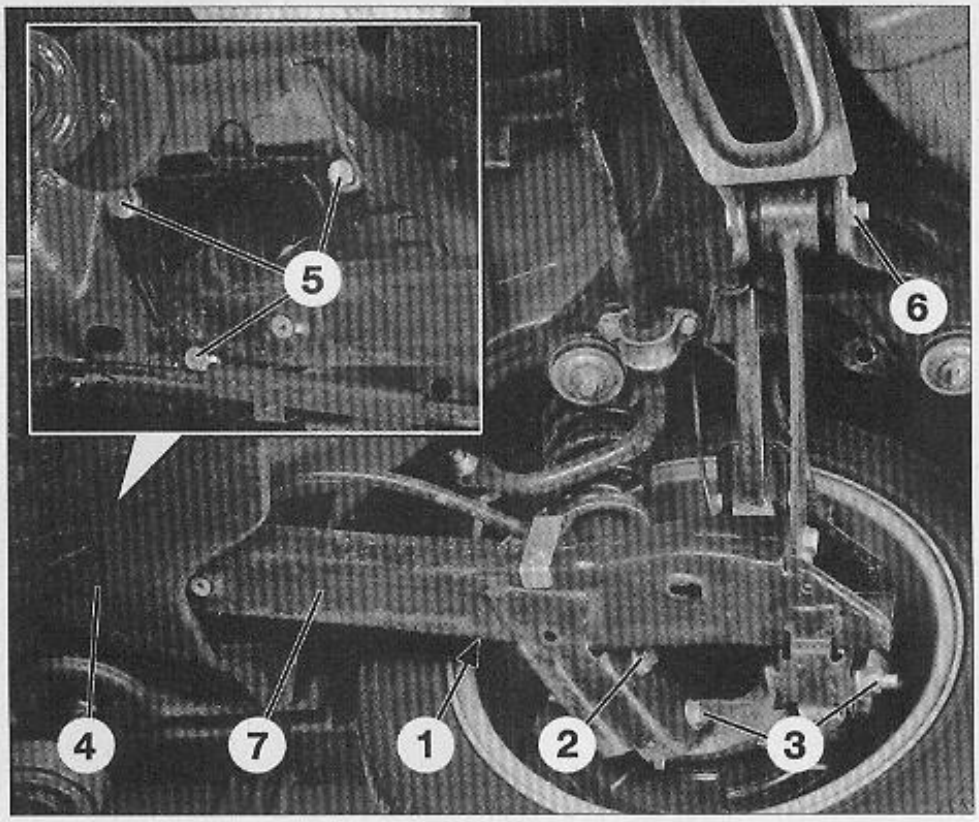

FIG. 19
• Déposer (Fig.19) :
- la fixation (1) de la biellette de barre stabilisatrice sur le bras longitudinal.
- la fixation (2) de l'amortisseur sur le bras longitudinal.
- les fixations (3) du bras longitudinal à la fusée.
- le cache (4).
- les vis (5) du bras longitudinal sur la caisse.
- la fixation (6) du bras longitudinal sur l'essieu arrière.
• Déposer le bras longitudinal (7).